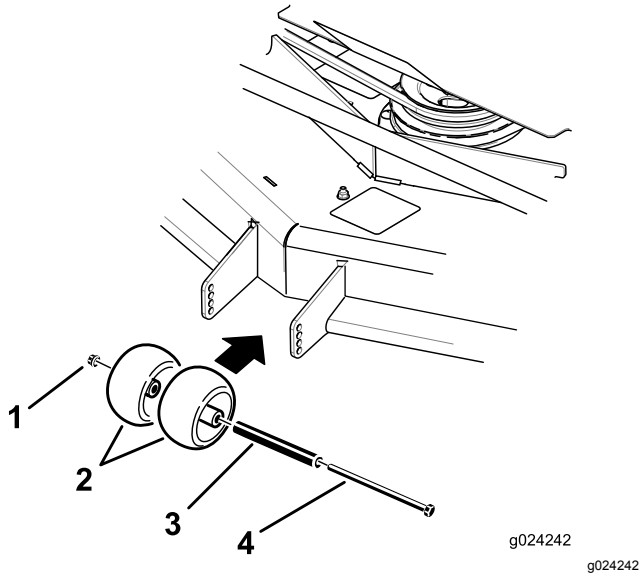
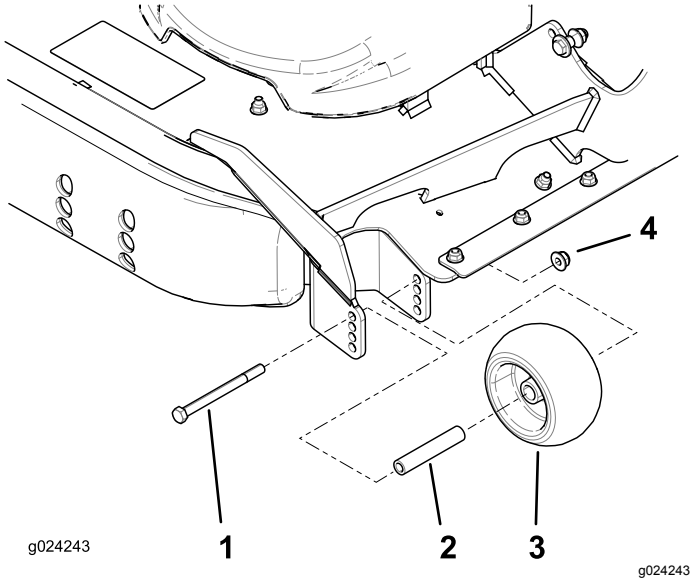

Figur 27
Figur 28
3. Justera antiskalvalsarna på det sätt som visas i Figur 27 och Figur 28 så att de motsvarar närmaste klipphöjd.